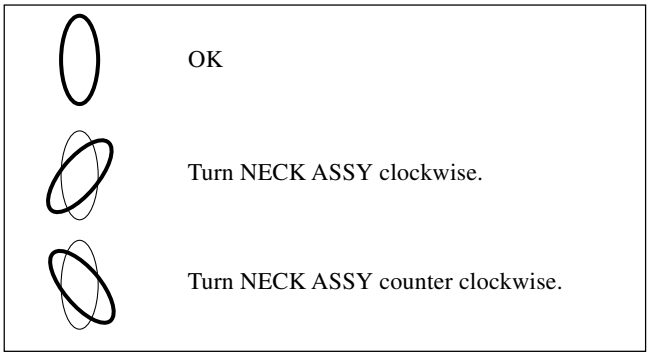

Fig. 4-5
(1) Receive dot/hatch pattern.
(2) Turn FOCUS VR fully counter-clockwise.
(3) Confirm the dot shape at the screen center. (Fig. 4-5)
(4) Resume FOCUS VR.